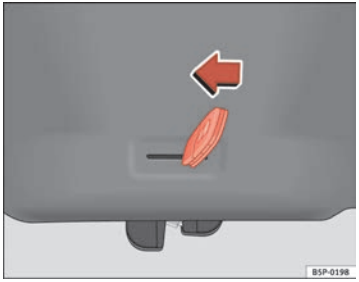

Fig. 68 Tailgate: emergency open
– Insert the key in the groove and unlock the locking system, turning the key from right to left, as shown by the arrow ⇒ fig. 68. ■